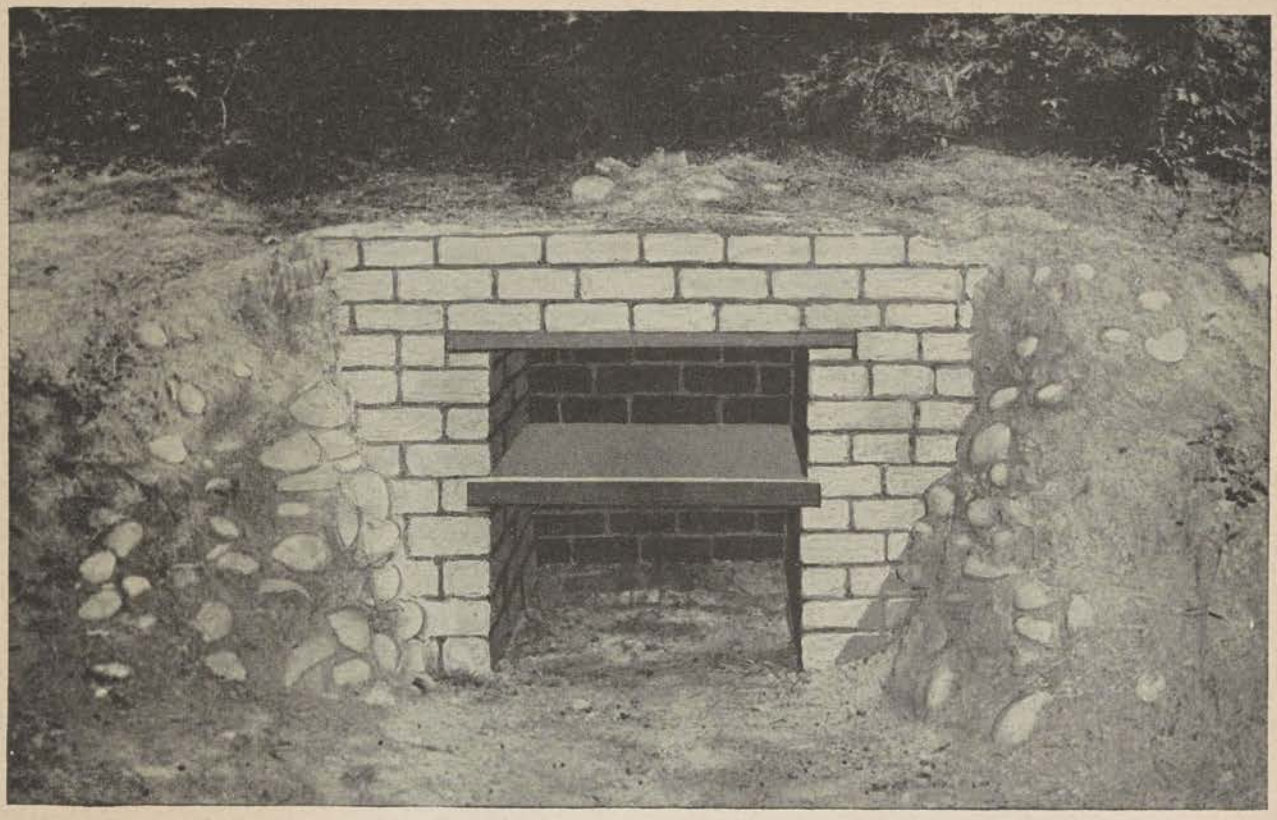
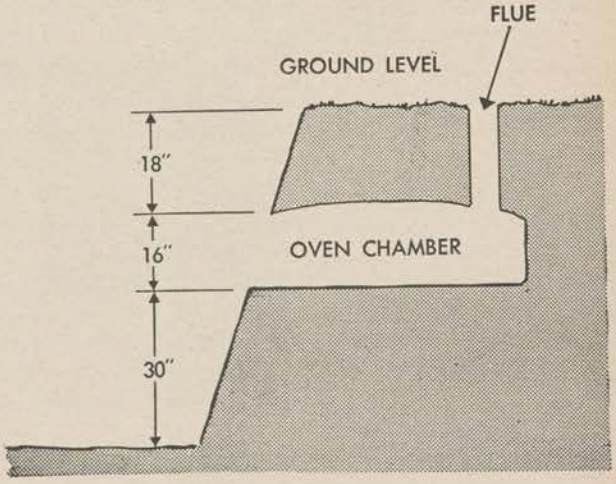

Figure 76. Improvised earth oven with firing and baking chambers.
Figure 77. Cross section of simple type dutch oven.
c. There are two general classes of improvised ovens, those constructed in the manner of the M1942 oven, with both a firing chamber and a baking chamber (see fig. 76), and those consisting of a single baking chamber only (dutch oven). (See fig. 77.) In the latter type the fire is removed after the baking chamber is sufficiently heated to carry through the baking period.
a. A simple type of oven may be improvised by digging horizontally into a steep bank of earth 4 to 6 feet high. (See fig. 77.) The best tools for the purpose are a spade and a long-handled shovel.